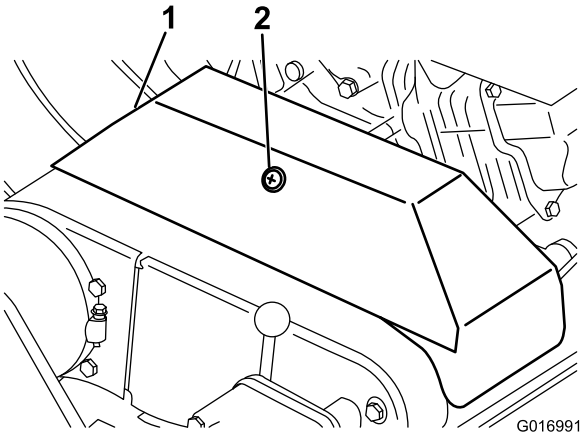

Figur 39
2. Løsne på holderen som fester V-remdekslet, og vri til dekslet åpner seg (Figur 39).